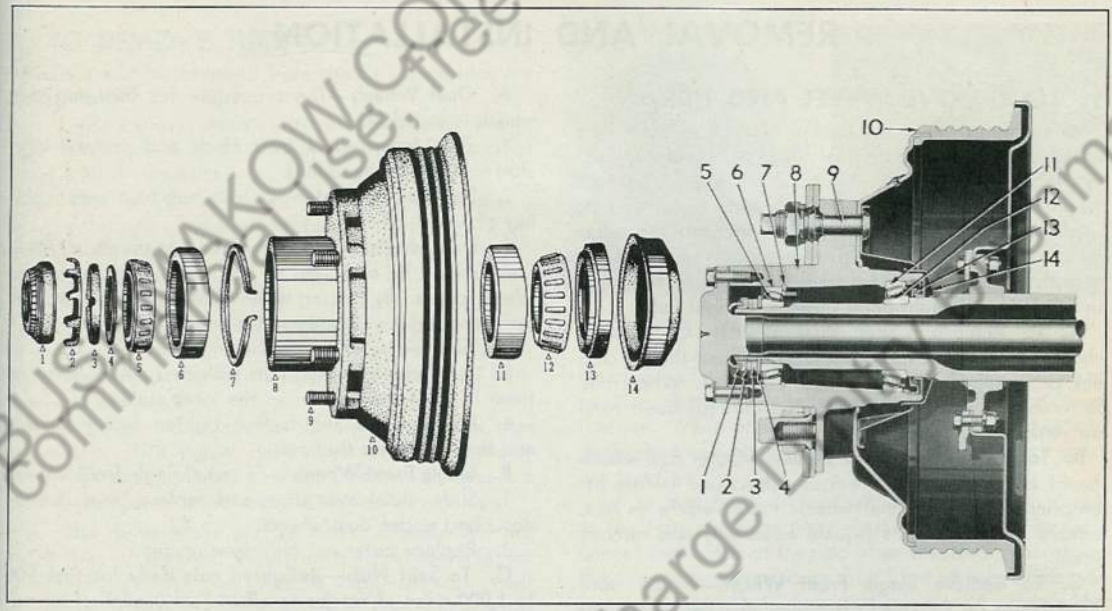

Fig. 6 Assembled and Disassembled View of Rear Hub (Banjo Axle)
F. Rear Wheel Bearings (Banjo type axle)—The position of wheel bearings in hub is shown in Fig. 6. Tool No. J-870 is required to properly adjust rear wheel bearing.
2. Raise tang of special lock (2) from notch in lock nut (1).
3. Remove lock nut (1) with special wrench J-870 and remove lock (2).